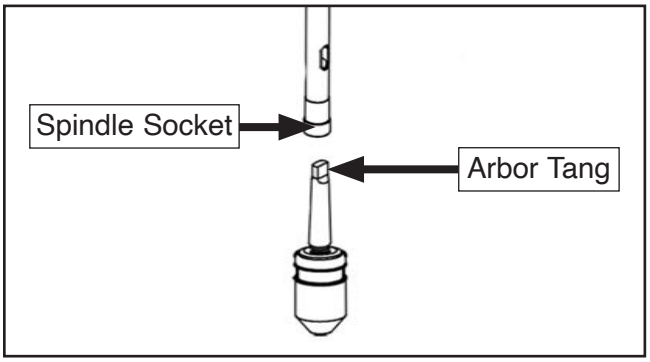

**Figure 23.** Spindle, arbor, and chuck.
3. Slide arbor into spindle socket while slowly rotating chuck to line up tang on arbor with slot in socket (see **Figure 23**).